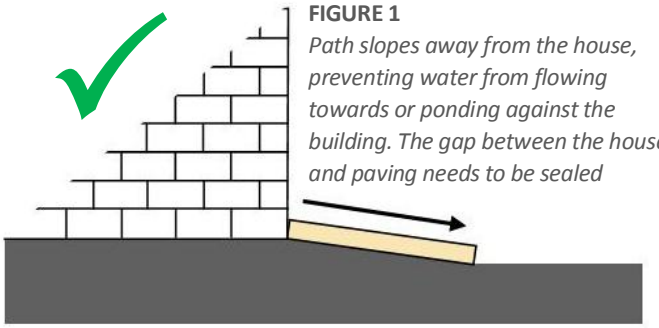

**FIGURE 1**
- Prevent water flowing towards your home's foundations by sloping the soil, paths and garden beds away from the building (Figure 1). As a rule, the more reactive the soil, the steeper the slope needs to be.